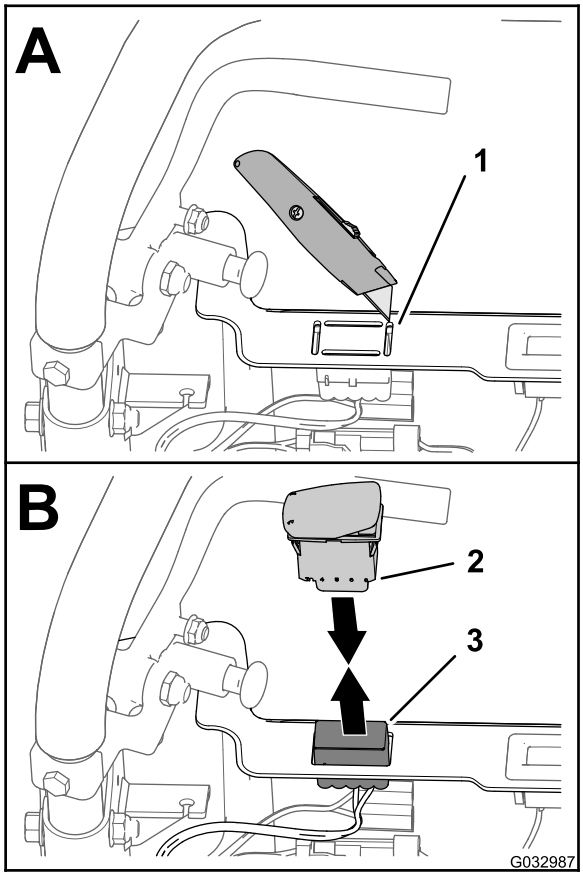

図 15
2. ライトキットとアワーメータワイヤハーネスキットのワイヤハーネスの 10ソケットコネクタを、コントロールパネルの開口から上に引き出す図 15。
3. 2ポジション式ロッカースイッチの10ピンコネクタを、ライトキットとアワーメータキットのハーネスの10ソケットコネクタに接続する図 15。